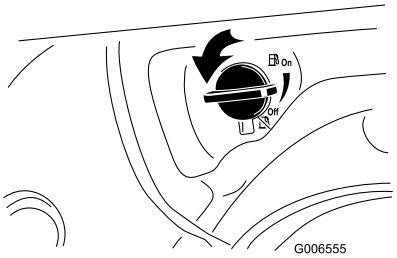

Figur 19
2. Drej brændstofafbryderventilen en kvart omgang mod uret for at åbne den (Figur 19).